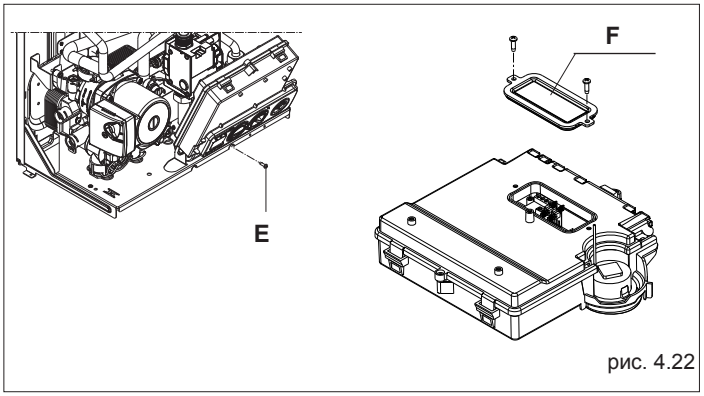

рис. 4.22
- отвинтите крепёжный винт (E) панели с приборами (рис. 4.22)
- приподнимите панель и откиньте на себя (рис. 4.22)
- отвинтите крепёжные винты (F) крышки, чтобы открыть клеммную колодку (рис. 4.22)
- Снимите облицовку котла, отвинтите крепёжный винт (E) панели с приборами (рис. 4.22), приподнимите панель и откиньте её на себя (рис. 4.22)
- Отвинтите крепёжные винты (F) крышки, чтобы открыть клеммную колодку (рис. 4.22)